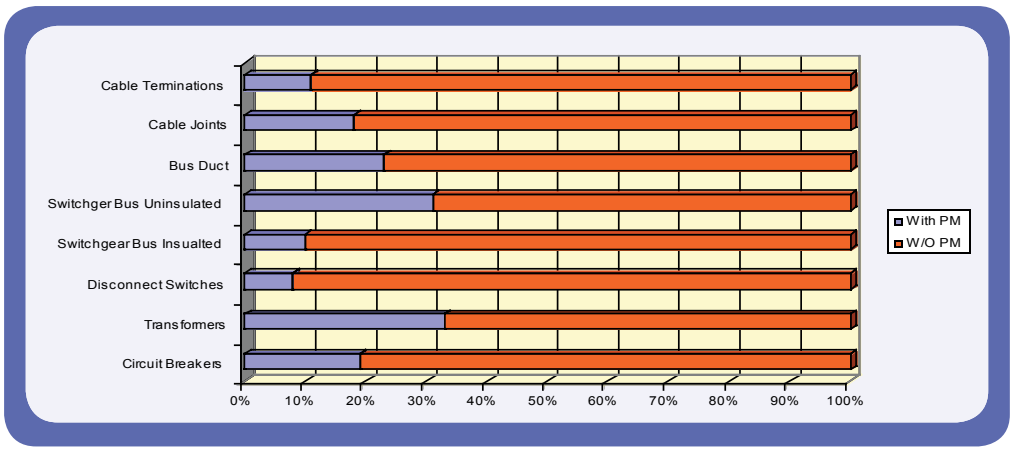

Figure 1 - Equipment Failure caused by lack of Preventive Maintenance
6. Operational and Maintenance Factors – include overloading, equipment malfunction, inadequate sizing, jumpered or modified systems and lack of maintenance. Based upon a review of fires caused by failed electrical components, 70-90% were due to lack of maintenance (Figure 1).[3]